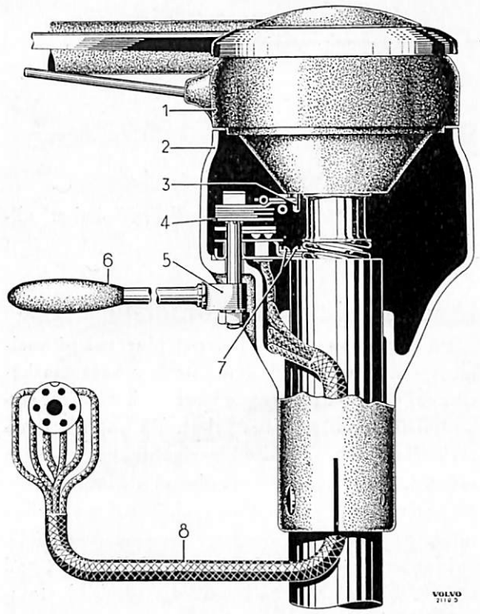

Bild 33. Körvisaromkopplare, sen. utf.
5. Skruva ur klämskruven (7 bild 33) helt och drag huset av rattröret. Tag bort omkopplare med ledning.
Fr. o. m. chassinr PV 444 26905 och PV 445 1991 är ett nytt hus med ny körvisaromkopplare monterad. Se bild 33 och 34.